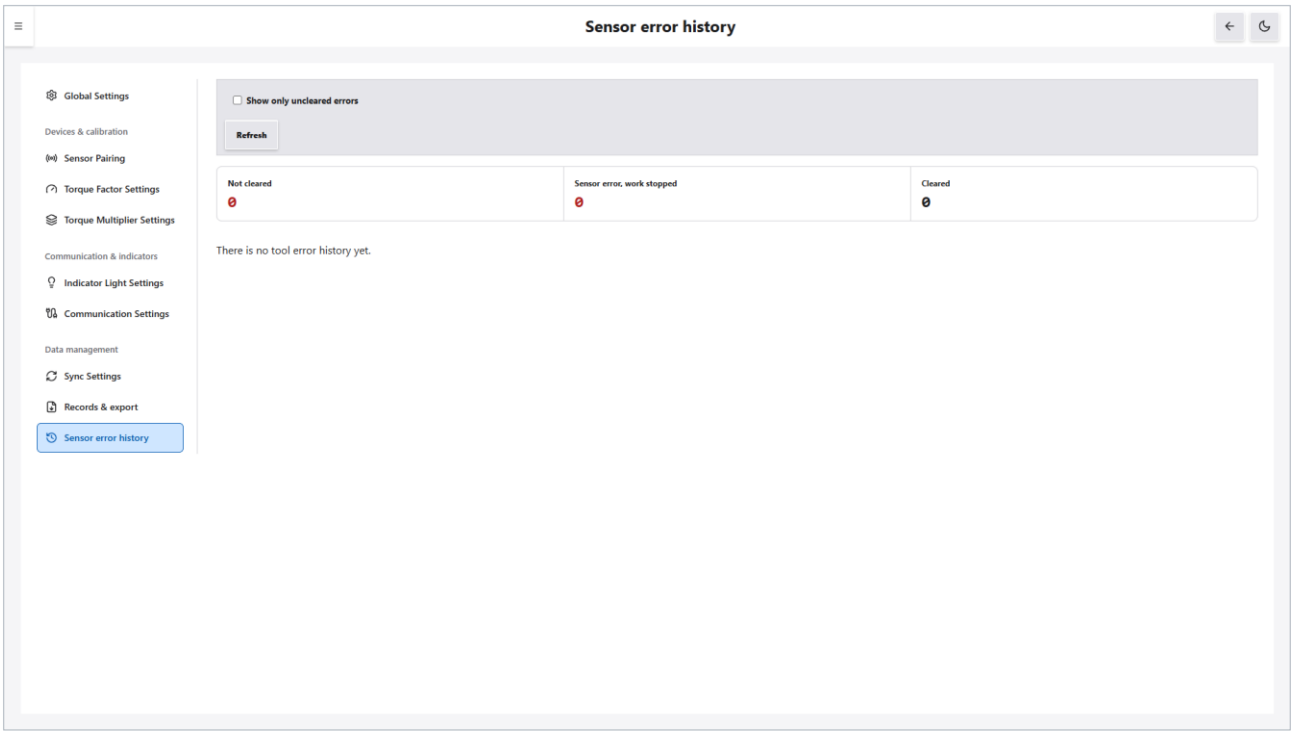

Figure 12-11 Sensor error history: no events
Figure 12-11 shows the state with no error events: all three statistics are 0, and “There is no tool error history yet.” is shown below.
1. Open “Sensor error history”. The screen shows the statistics row and the event list (as in Figure 12-11 when there are no events).